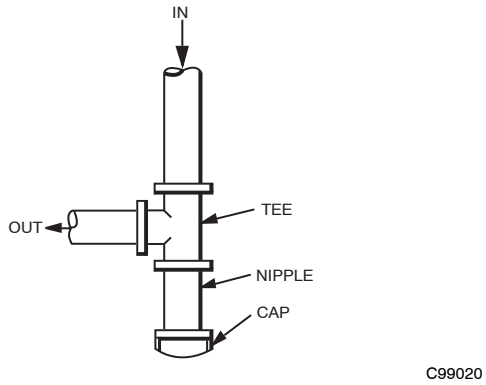

Fig. 11 - Sediment Trap
4. Install sediment trap in riser leading to heating section (See Fig. 11). This drip leg functions as a trap for dirt and condensate.